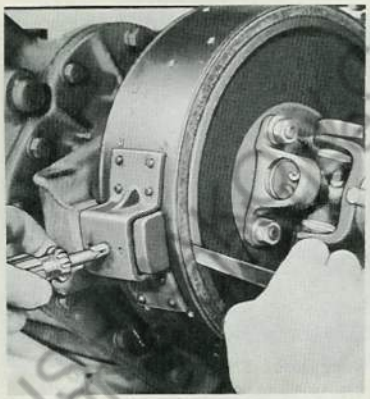

Fig. 8 Hand Brake Lining to Drum Adjustment at Anchor
2. Refer to Fig. 8 and turn anchor adjusting screw until there is .010"-.015" clearance between lining and drum opposite anchor.